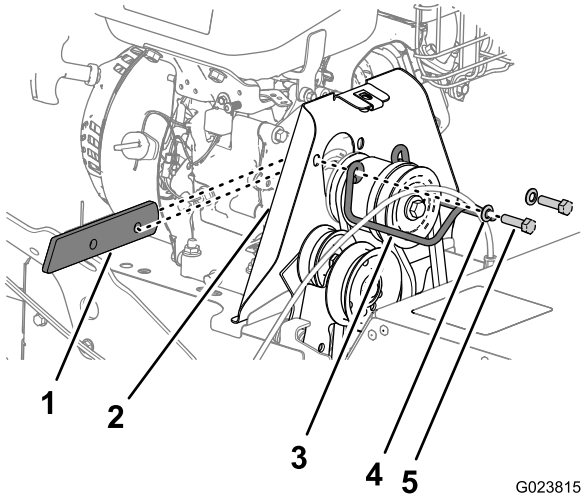

Figur 39
2. Fjern de to boltene og skivene som fester remføreren til maskinen, og fjern remføreren og avstandsstykket (Figur 39).
4. Plasser avstandsstykket mellom motoren og remskivedekslet, og plasser hullene i avstandsstykket, motoren og dekslet på linje med hverandre (Figur 39).
5. Fest remskiveføreren til maskinen med boltene og skivene (Figur 39) du fjernet i trinn 2 av Fjerne børstedrivremmen (side 24).